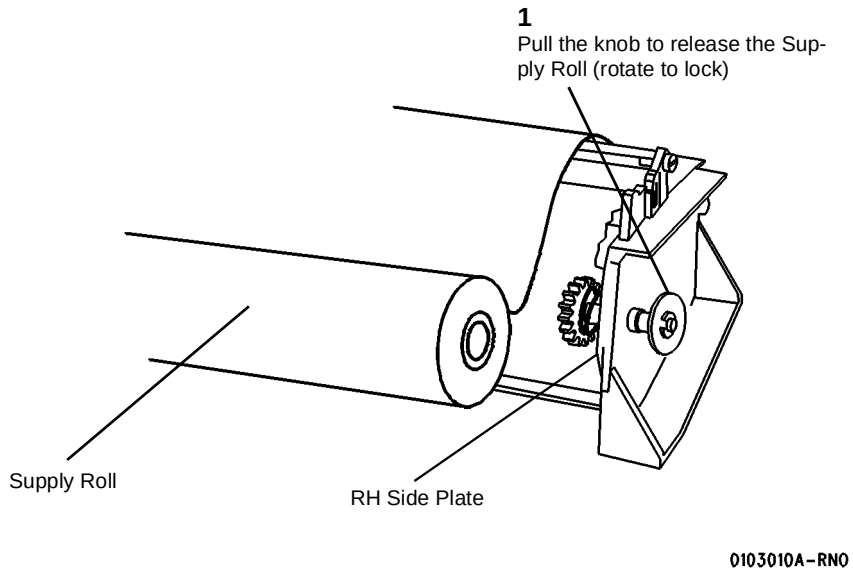

**Figure 1 Removing the Supply Roll**
2. (Figure 1): Remove the Supply Roll.